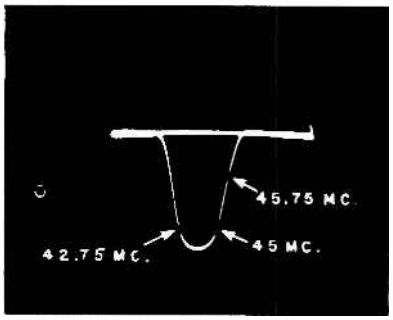

Fig. 17 Overall IF Response
10. With the test equipment set up as in Step 10, alternately adjust the converter plate coil, the 2nd IF and the 1st IF transformers until an overall response curve similar to Fig. 17 is obtained. If the proper response curve cannot be obtained, it may be necessary to retouch the 4th IF coupling adjustment or make a slight readjustment of the other stages to obtain the correct overall response curve.
IMPORTANT: The purpose of this procedure is to obtain a response curve similar to Fig. 17 . The curves for the other stages may or may not be the same as those shown in the manual after the overall curve has been obtained.